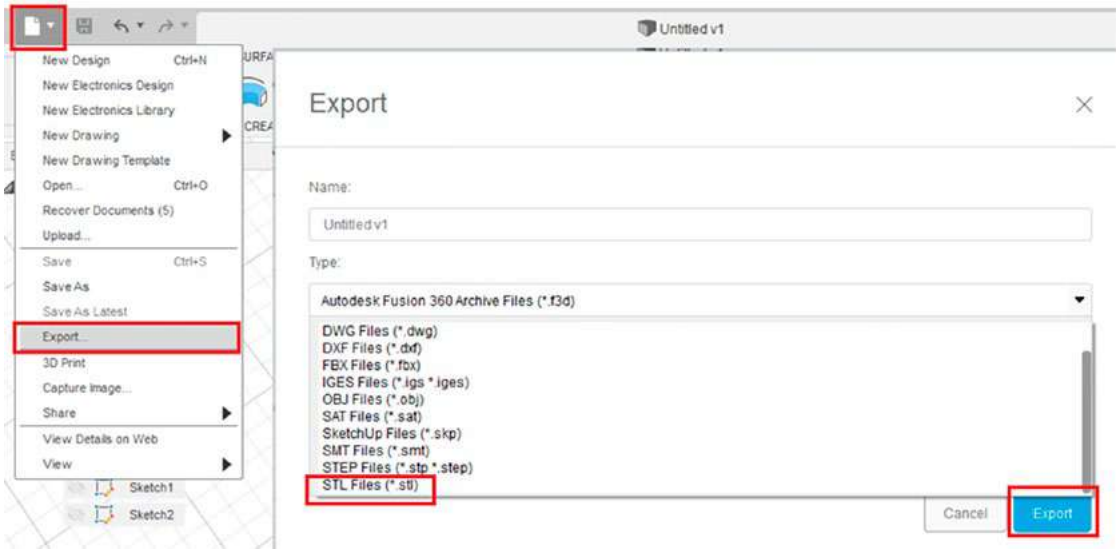

Рис. 4
1.2. В панели быстрого доступа выберите EXPORT. В появившемся окне укажите имя файла, а далее выберите формат для экспорта .stl. Нажмите на Export (рис. 4).